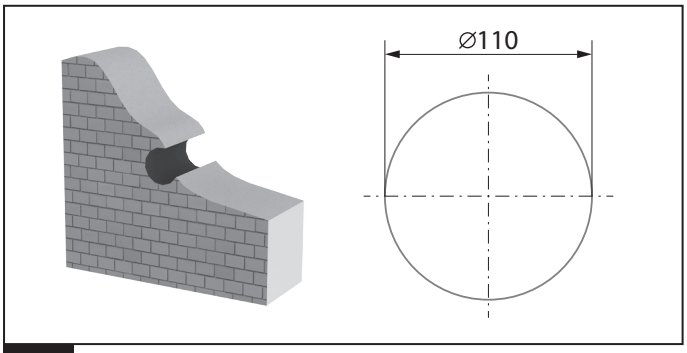

Рис. 7.
1. Для монтажа установки подготовьте в наружной стене помещения сквозное отверстие круглой формы. Размер отверстия указан на Рис. 7.